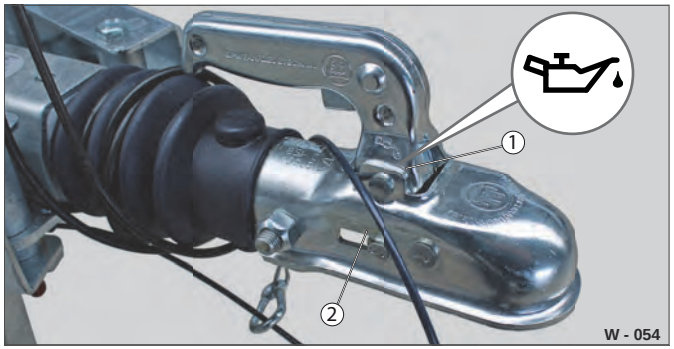
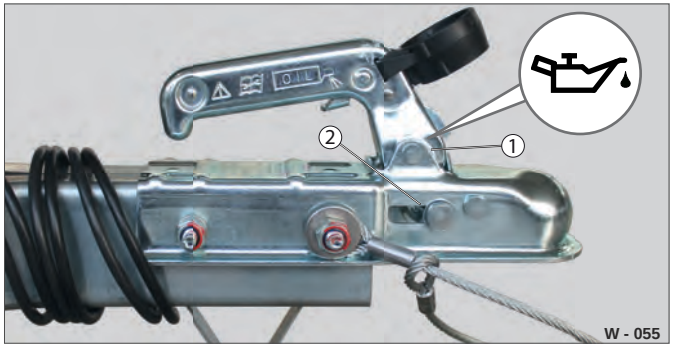

Fig. 43 Med bremse: Set oppefra
Fig. 44 Uden bremse: Set fra siden
▶ Dryp en gængs maskinolie på leje- og ledstederne (Fig. 43 /1 og Fig. 44 /1).
▶ Smør smøre- / glidestederne (Fig. 43 /2 og Fig. 44 /2) med fedt.